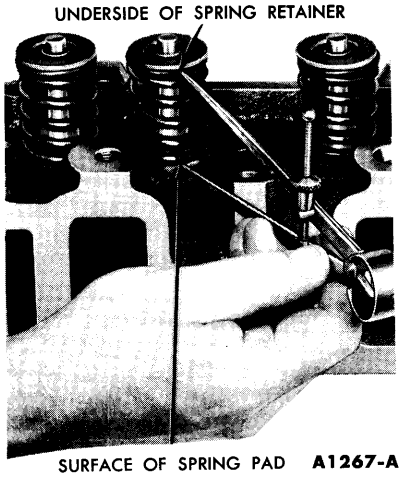

FIG. 41—Valve Spring Assembled Height
4. Measure the assembled height of the valve spring from the surface of the cylinder head spring pad to the underside of the spring retainer with dividers (Fig. 41). Check the dividers against a scale. If the assembled height is greater than specifications, install the necessary 0.030-inch thick spacer(s) between the cylinder head spring pad and the valve spring to bring the assembled height to the recommended height. **Do not install spacers unless necessary. Use of spacers in excess of recommendations will result in overstressing the valve springs and overloading the camshaft lobes which could lead to spring breakage and worn camshaft lobes.**